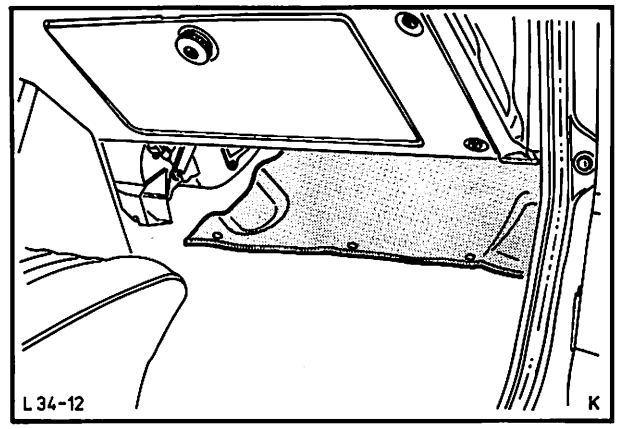

Abb. 12 Fußraumabdeckung ausbauen
1. Fußraumabdeckung rechts unten abbauen (3 Schrauben), Abb. 12.